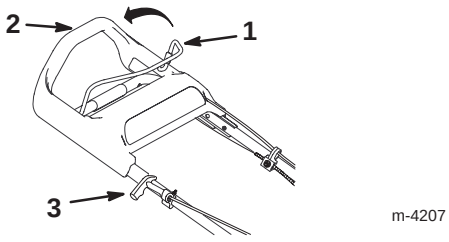

Bild 10
3. Halten Sie die Messersteuerstange gegen den oberen Handgriff gedrückt (Bild 10).
4. Ziehen Sie leicht am Startergriff, bis Sie einen Widerstand spüren. Ziehen Sie ihn dann kräftig durch (Bild 10). Lassen Sie das Seil langsam zum Griff zurücklaufen.